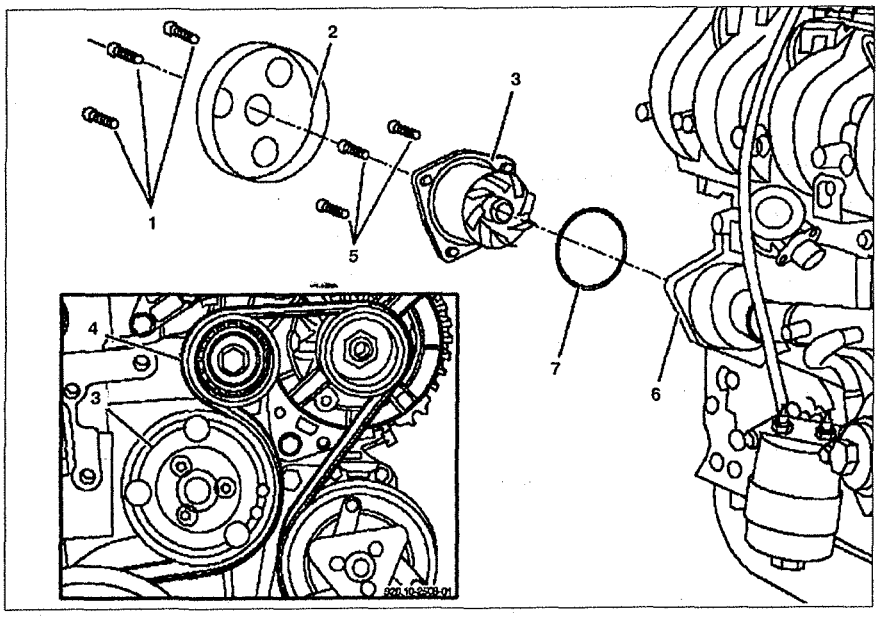

Рис. 3.35. Насос системы охлаждения:
3. Ослабьте болты **1** крепления шкива **2** (см.рис.3.35).